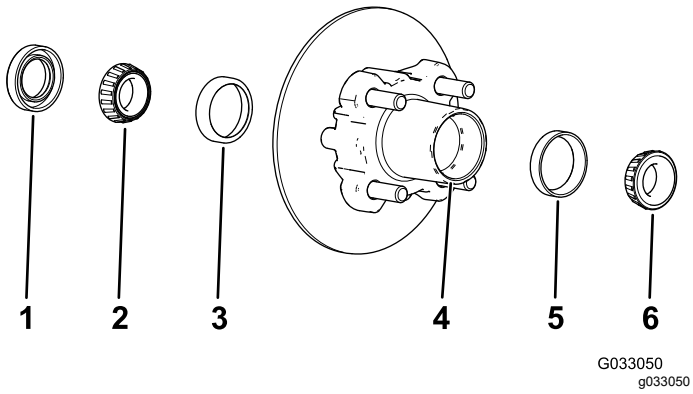

Bild 33
1. Nehmen Sie das Außenlager und den Lagerring von der Radnabe ab (Bild 33).
2. Nehmen Sie die Dichtung und das Innenlager von der Radnabe ab (Bild 33).
5. Entfernen Sie Fett, Schmutz und Rückstände aus dem Hohlraum der Radnabe (Bild 33).
7. Füllen Sie den Hohlraum der Nabe zu 50 % bis 80 % mit der angegebenen Fettsorte (Bild 33).
8. Montieren Sie das Innenlager auf dem Lagerring an der Innenseite der Nabe und setzen Sie die Dichtung ein (Bild 33).